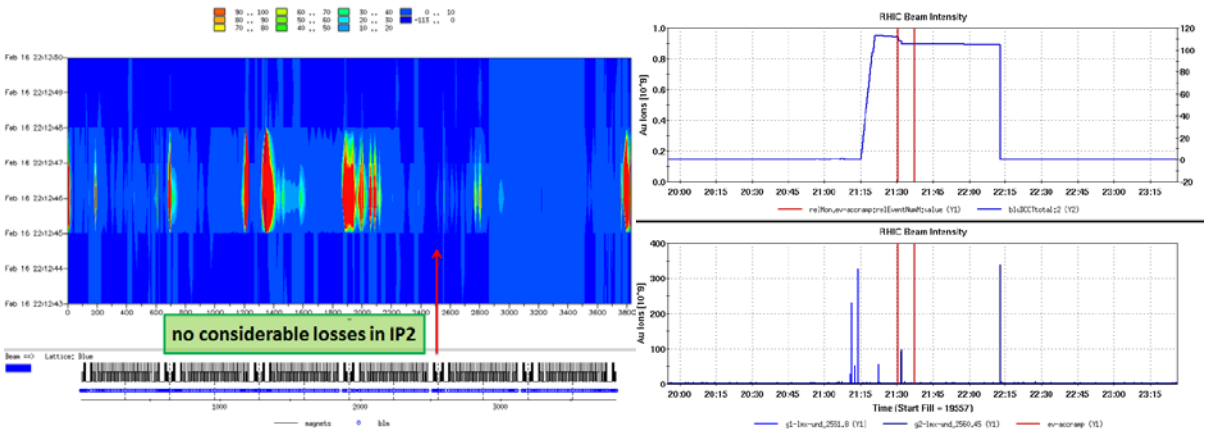

Figure 9: Beam loss at IR2 during pre-fire test
- Additionally, there was a pre-fire test (store 19557) and there is no significant beam loss at IR2 with halved blue protection and compensation bump at that moment. Please see Figure 9.